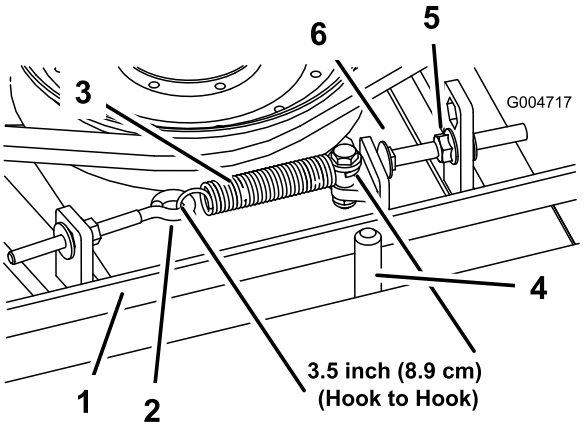

Figura 70
Cuando está correctamente tensado, la longitud del muelle de extensión (entre ganchos) debe ser de 8,9 cm ± 6 mm aproximadamente (medida interior). Una vez que haya obtenido la tensión correcta del muelle, ajuste el perno de tope (perno de cuello cuadrado) hasta que quede aproximadamente 3 +1,5/0,0 mm de holgura entre la cabeza del perno y el brazo tensor (Figura 70).
Nota: Asegúrese de que la correa está colocada en el lado del muelle de la guía de la correa (Figura 70).
2. Afloje el perno de ojal para poder retirar el muelle de extensión (Figura 70).
3. Afloje la tuerca con arandela prensada que fija el perno de tope a la pletina de montaje. Desenrosque la tuerca lo suficiente para permitir que el brazo tensor pase por el perno de tope (Figura 70). Aleje la polea tensora de la correa para aliviar la tensión de la correa.
8. Vuelva a conectar el muelle de extensión (Figura 70) al perno de ojal y tense la correa de la siguiente manera: